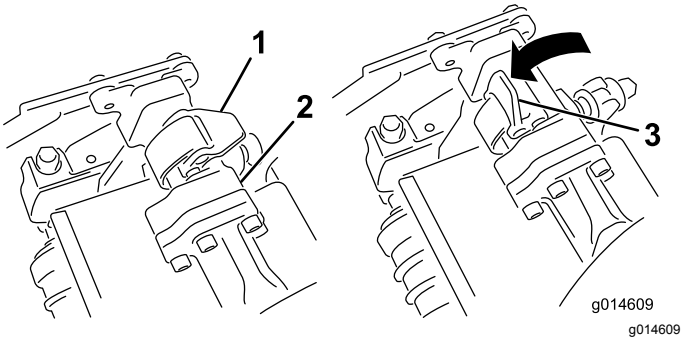
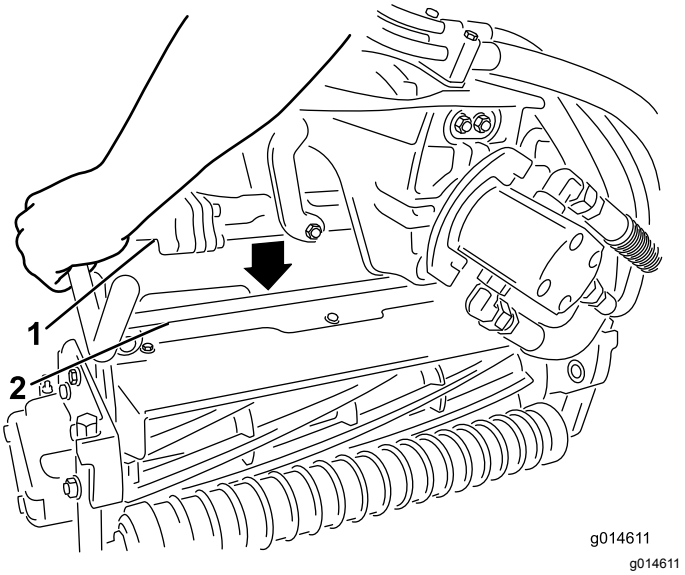

**Rysunek 12**
**Rysunek 13**
9. Gdy zapadki na pręcie ramienia podwieszonego skierowane są ku górze (tzn. gdy są otwarte) (Rysunek 12), popchnij ramię podwieszone w dół, tak aby pręt dopasował się do innego pręta w górnej części zespołu tnącego (Rysunek 13).
10. Zamknij zapadki wokół pręta zespołu tnącego, a następnie zablokuj je na swoim miejscu(Rysunek 12).